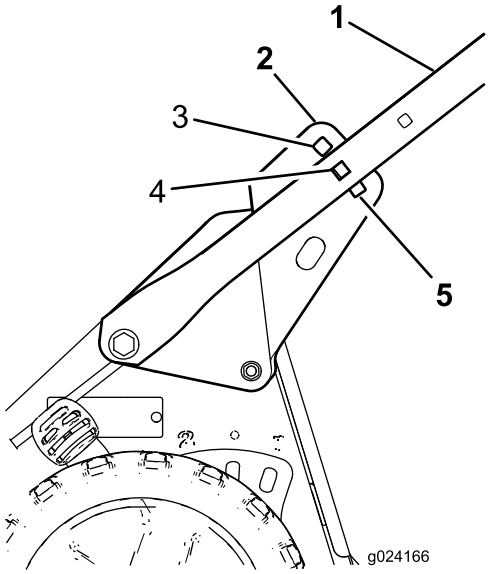

Figur 5
5. Stå i körposition bakom maskinen för att avgöra vilken handtagshöjd som är mest bekväm för dig (Figur 5).